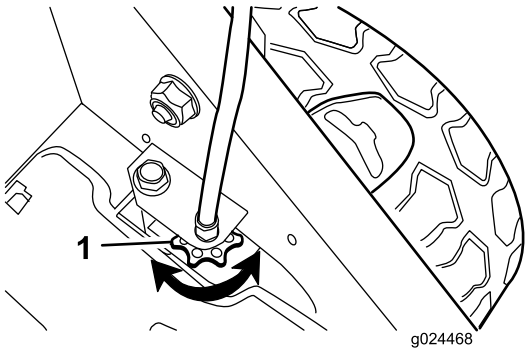

Figur 25
- Om hjulen inte snurrar när du drar in självdrivningsstången är drivremmen för lös. Rotera hjuldrivningsreglageratten (Figur 25) ett varv medsols och upprepa stegen 4 till 6.
- Om hjulen snurrar innan du har dragit in självdrivningsstången helt, är drivremmen för hårt spänd. Rotera hjuldrivningsreglageratten (Figur 25) ett varv motsols och upprepa stegen 4 till 6.